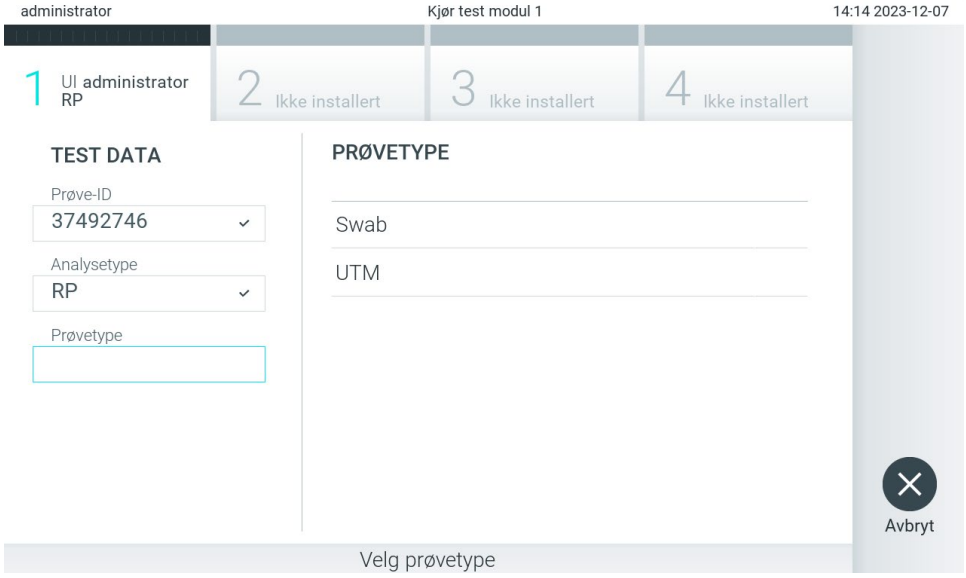

Figur 88. Velge prøvetype.
5. Feltet Assay Type (Analysetype) angis automatisk, og om nødvendig må en egnet Sample Type (Prøvetype) velges manuelt i listen (figur 88).